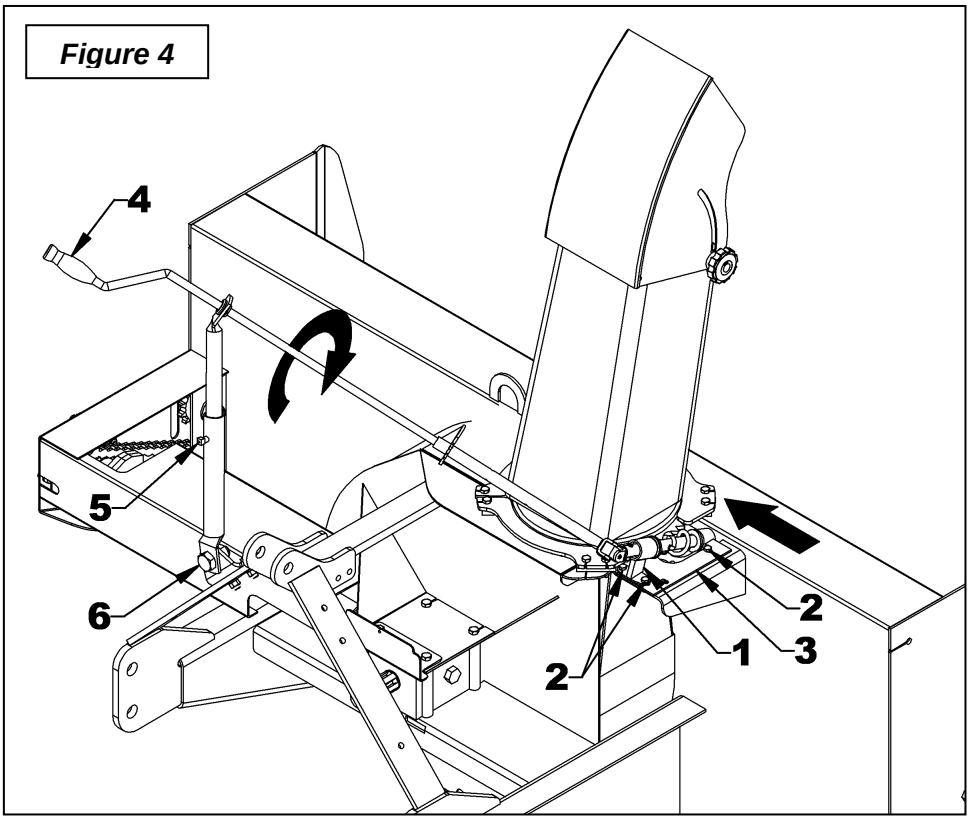

Figure 4
12. **FIGURE 4:** Ajuster le support de manchon de rotation (item 3) et le support de spirale (item1) en les déplaçant vers la chute afin que la spirale de rotation soit engagée entre les dents de l'engrenage de la chute. S'assurer que la spirale de rotation et les coussinets sont tous bien alignés. Serrer légèrement les trois boulons 1/4"NC x 1" et les trois écrous 1/4"NC (item 2).
13. **FIGURE 4:** Faire tourner la chute complètement vers la droite et ensuite vers la gauche à l'aide de la manivelle (item 4).
14. **FIGURE 4:** S'assurer que la spirale s'appuie bien en fin de course de l'engrenage de la chute. La rotation manuelle est bien ajustée lorsque la chute tourne facilement et que vous n'avez pas à forcer pour la faire tourner. Serrer fermement les trois boulons 1/4"NC x 1" et les trois écrous 1/4" NC (item 2).
15. **FIGURE 4:** Lorsque la souffleuse est attachée au tracteur, vous pouvez ajuster la direction et la hauteur de la manivelle afin d'obtenir une position d'opération confortable et sécuritaire. Lorsque la bonne position est trouvée en position de travail, s'assurer que la manivelle n'interfère pas avec des parties du tracteur en position de transport (souffleuse relevée au maximum). Serrer ensuite fermement la vis de pression à tête carrée 3/8"NC x 1/2'' (item 5) à la hauteur désirée. Serrer ensuite fermement le boulon 3/4"NC x 1 1/2" (item 6) à la position désirée.